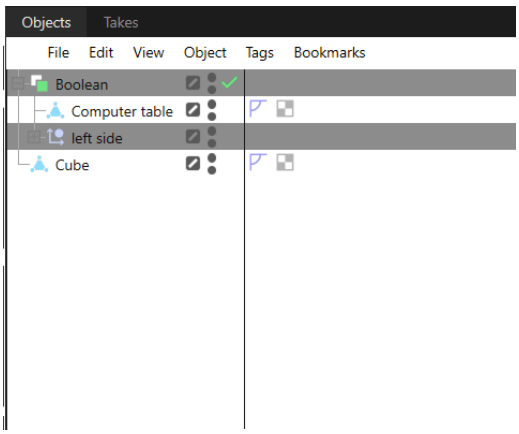
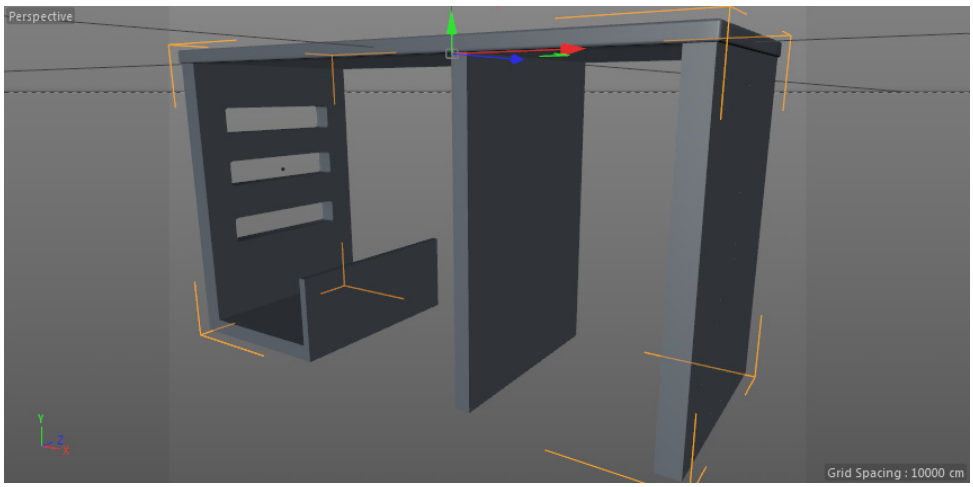

Figure 3-24 *Boolean connected to Computer table*
Figure 3-25 *The holes created in the side support of the Computer table*
18. In the Object Manager, press and hold the left mouse button on *Computer table* and drag it on *Boolean*; the *Computer table* is connected to *Boolean* in the Object Manager, as shown in Figure 3-24. Next, select **Boolean** in the Object Manager. In the Attribute Manager, make sure the **Object** button is chosen. Now, select **Subtract** from the **Operation** drop-down list; holes are created in *Computer table*, as shown in Figure 3-25.